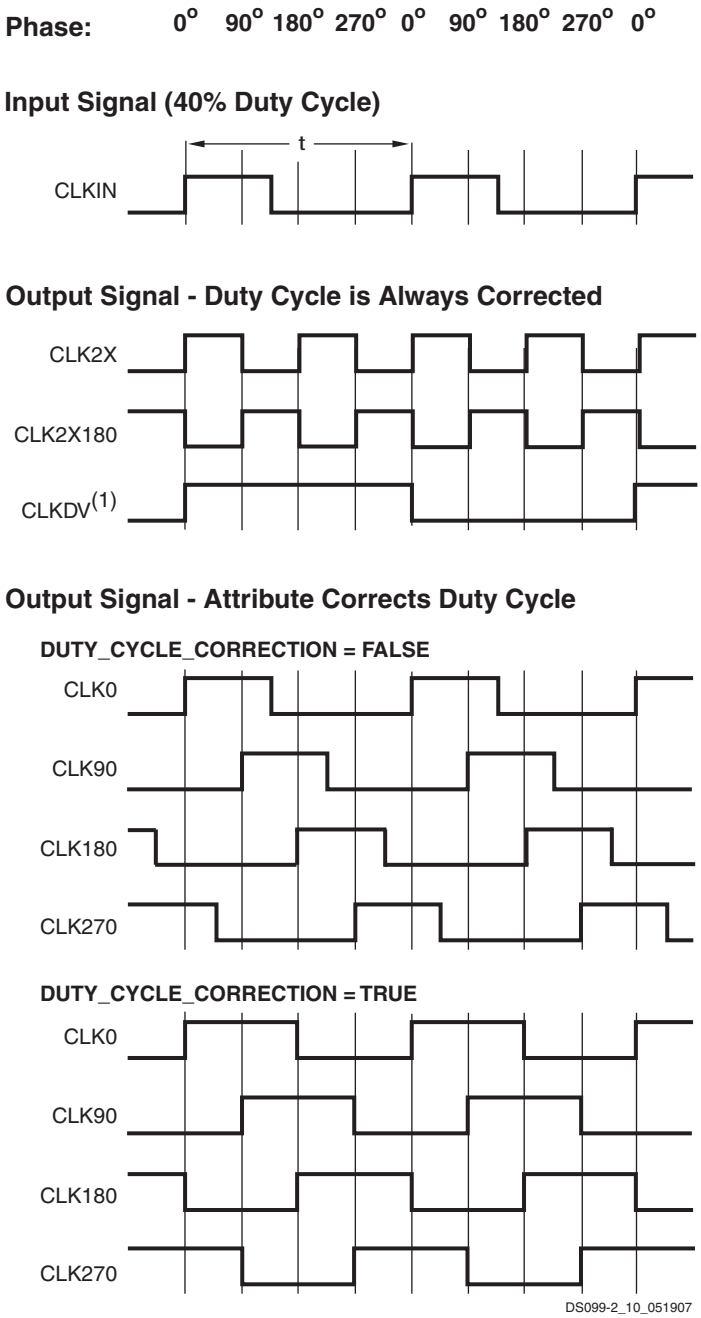

Figure 22: **Characteristics of the DLL Clock Outputs**
In addition to CLK0 for zero-phase alignment to the CLKIN signal, the DLL also provides the CLK90, CLK180 and CLK270 outputs for 90°, 180° and 270° phase-shifted signals, respectively. These signals are described in Table 16, page 33. Their relative timing in the Low Frequency Mode is shown in Figure 22, page 37. The CLK90, CLK180 and CLK270 outputs are not available when operating in the High Frequency mode. (See the description of the DLL_FREQUENCY_MODE attribute in Table 17, page 33.) For control in finer increments than 90°, see Phase Shifter (PS), page 39.
The DLL component provides basic options for frequency multiplication and division in addition to the more flexible synthesis capability of the DFS component, described in a later section. These operations result in output clock signals with frequencies that are either a fraction (for division) or a multiple (for multiplication) of the incoming clock frequency. The CLK2X output produces an in-phase signal that is twice the frequency of CLKIN. The CLK2X180 output also doubles the frequency, but is 180° out-of-phase with respect to CLKIN. The CLKDIV output generates a clock frequency that is a predetermined fraction of the CLKIN frequency. The CLKDV_DIVIDE attribute determines the factor used to divide the CLKIN frequency. The attribute can be set to various values as described in Table 17. The basic frequency synthesis outputs are described in Table 16. Their relative timing in the Low Frequency Mode is shown in Figure 22.
The CLK2X[1], CLK2X180, and CLKDV[2] output signals ordinarily exhibit a 50% duty cycle—even if the incoming CLKIN signal has a different duty cycle. A 50% duty cycle means that the High and Low times of each clock cycle are equal. The DUTY_CYCLE_CORRECTION attribute determines whether or not duty cycle correction is applied to the CLK0, CLK90, CLK180 and CLK270 outputs. If DUTY_CYCLE_CORRECTION is set to TRUE, then the duty cycle of these four outputs is corrected to 50%. If DUTY_CYCLE_CORRECTION is set to FALSE, then these outputs exhibit the same duty cycle as the CLKIN signal. Figure 22 compares the characteristics of the DLL's output signals to those of the CLKIN signal.
The CLKOUT_PHASE_SHIFT attribute enables the PS component for use in addition to selecting between two operating modes. As described in Table 20, this attribute has three possible values: NONE, FIXED and VARIABLE. When CLKOUT_PHASE_SHIFT is set to NONE, the PS component is disabled and its inputs, PSEN, PSCLK, and PSINCDEC, must be tied to GND. The set of waveforms in section [a] of Figure 22 shows the disabled case, where the DLL maintains a zero-phase alignment of signals CLKFB and CLKIN upon which the PS component has no effect. The PS component is enabled by setting the attribute to either the FIXED or VARIABLE values, which select the Fixed Phase mode and the Variable Phase mode, respectively. These two modes are described in the sections that follow
This mode fixes the desired fine phase shift to a fraction of the T_{CLKIN}, as determined by Equation 4 and its user-selected PHASE_SHIFT value P. The set of waveforms insection [b] of Figure 22 illustrates the relationship between CLKFB and CLKIN in the Fixed Phase mode. In the Fixed Phase mode, the PSEN, PSCLK and PSINCDEC inputs are not used and must be tied to GND. Fixed phase shift requires ISE software version 10.1.03 or later.